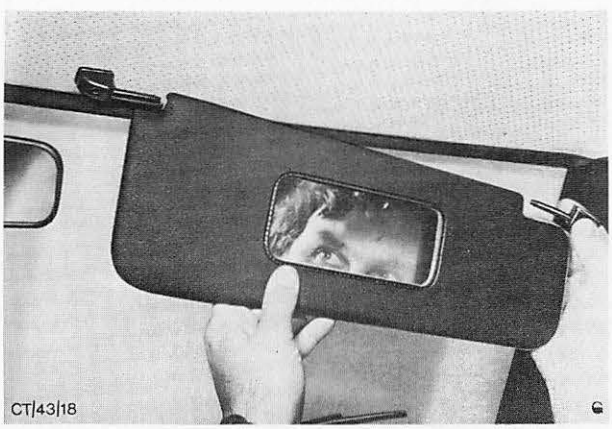

Abb. 45 Sonnenblende auswechseln
3. Sonnenblende auf festsitzendes Scharnier aufschieben, Zapfen des abmontierten Scharniers (Arbeitsgang 1) in Sonnenblende einschieben und wieder am Dachrahmen anschrauben, Abb. 45.